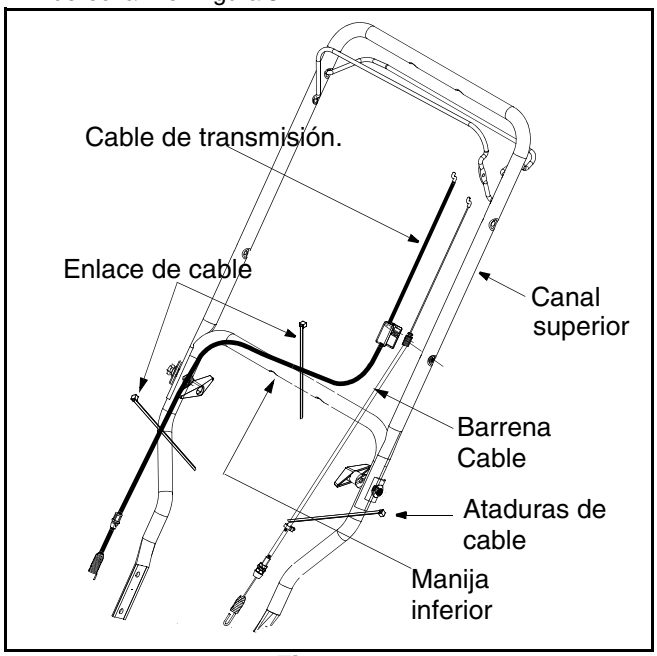

Figura 5
1. Compruebe que el cable de transmisión esté orientado paralelamente a la manija superior izquierda, luego páselo por la parte superior de la manija inferior y finalmente páselo paralelamente a la manija inferior derecha. Ver Figura 5 .
2. Tres ataduras de cables en se han utilizado atar libremente los cables de control a la manija más baja dos de estas ataduras de cables están cada brazo, y el tercero en la barra cruzada superior de la manija más baja. Apriete estas ataduras de cables para asegurar los cables a la manija más baja. Véase el Figura 5 .